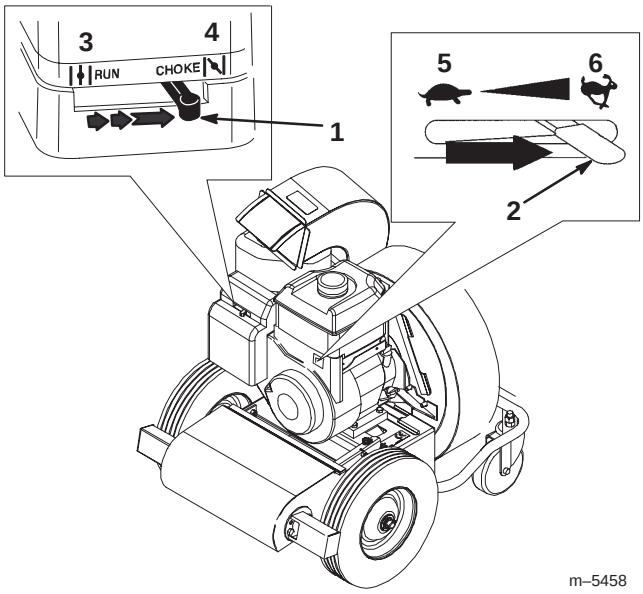

Bild 11
1. Schieben Sie den Choke-Hebel (an der linken Seite der Maschine) auf die Choke-Stellung (Bild 11).
2. Schieben Sie den Gashebel (an der rechten Seite der Maschine) auf die Schnell-Stellung (Bild 11).
4. Stellen Sie den Choke langsam auf AUS zurück, sobald der Motor warmgelaufen ist (Bild 11).
Schieben Sie den Gashebel ganz nach links in die Langsam-Stellung (Bild 11).